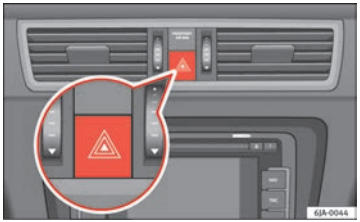

Fig. 59 Instrument panel: switch for hazard warning lights
– Press the button ⚠ ⇒ Fig. 59 to switch the hazard warning lights on or off.